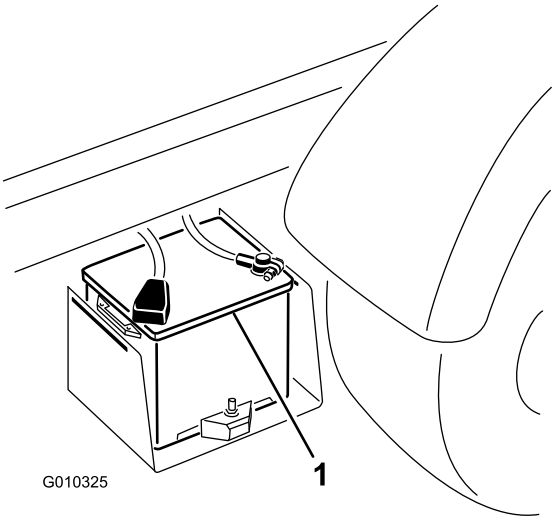

**Figur 50**
2. Forbind et startkabel mellem pluspolerne på de to batterier (Figur 50). Pluspolen kan identificeres ved tegnet + oven på batteridækslet.